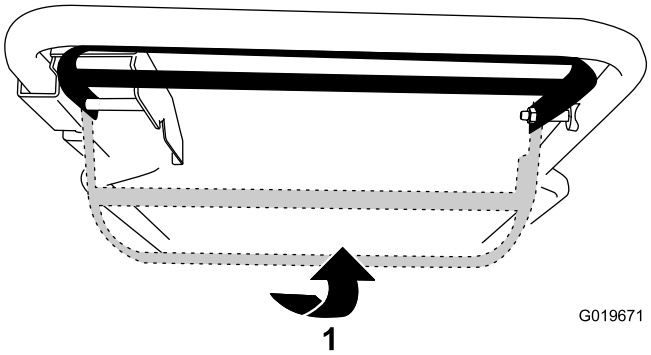

Figur 13
- **Så här gör du för att använda självdrivningsstången utan att koppla in kniven:** Dra knivstyrstången uppåt, mot handtaget (Figur 13).